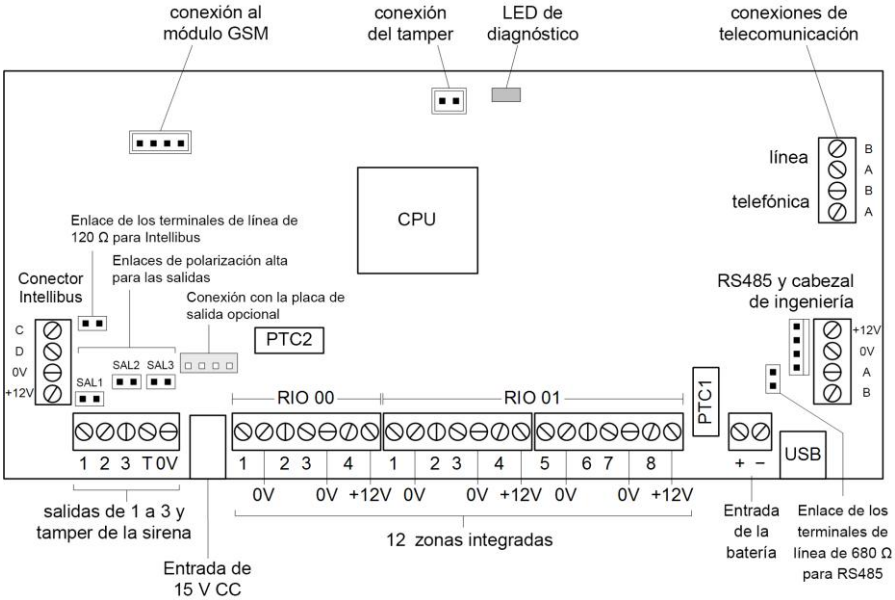

Figura 3. Conexión y diseño de la placa de circuito impreso
Notas: Puede colocar el panel en la mitad de una cadena de bus de datos RS485. Para ello, retire el enlace de los terminales de línea de 680 Ω de 2 clavijas situado junto al conector de batería (Figura 3) y coloque una resistencia de fin de línea en cada extremo del bus de datos.
Si hay dos o más ramales Intellibus que superan los 100 m, coloque las resistencias de fin de línea de 120 Ω en los extremos de los dos ramales con mayor longitud y retire el enlace de los terminales de línea de 120 Ω situado junto al conector Intellibus del panel (Figura 3).
La Figura 3 muestra el diseño de la placa de circuito impreso del panel de control e información detallada de la conexión.
3. En el bloque de terminales de telecomunicaciones (consulte Figura 3), conecte la línea telefónica a los terminales de las líneas A y B.